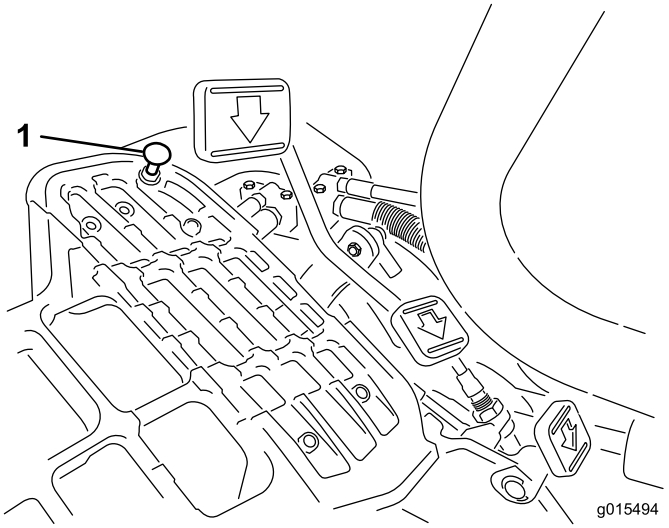

Figur 49
For at opnå maksimal transporthastighed skal du sætte funktionsbevægelseshåndtaget i transportposition og trykke ned på traktionspedalen. Hvis pedalen når stoppet (Figur 49), før stramning mærkes på kablet, er det nødvendigt med justering:
1. Sæt funktionsbevægelseshåndtaget i transportpositionen, og løsn den låsemøtrik, der holder pedalstoppet på gulvpladen (Figur 49).